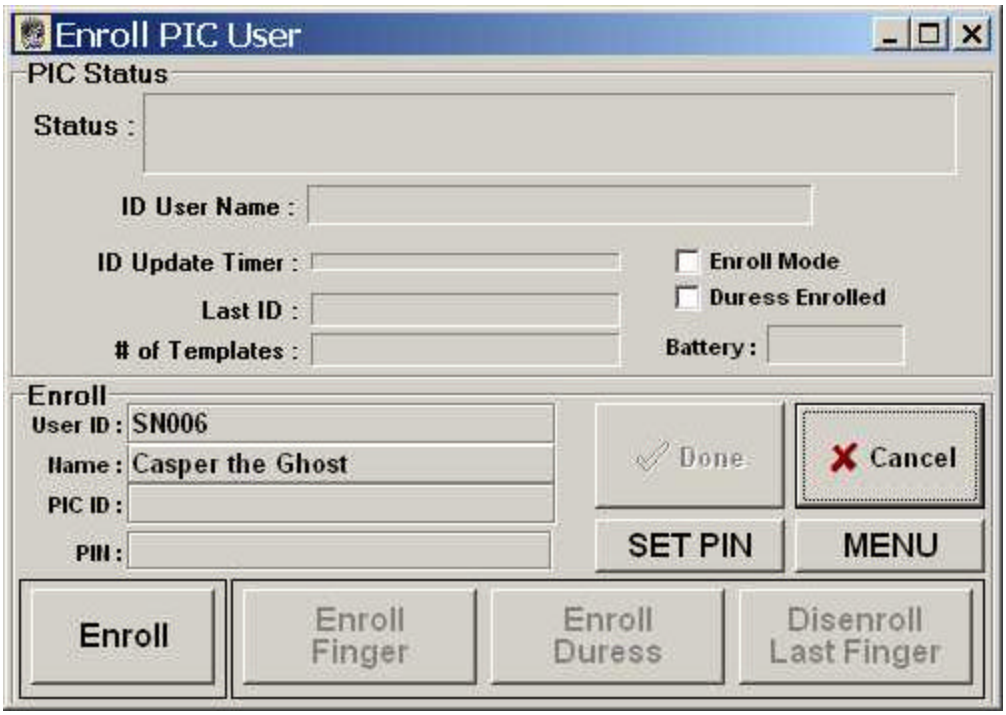

Figure 4 PICS Manager Enrollment Screen
2) The operator presses the Enroll button on the Enroll PIC User dialog box (Figure 4). This will bring up the Start PIC Enrollment dialog box. This box is an indication that the Enrollment Station is attempting to communicate with a PIC. If a PIC is on within communication distance, this dialog box will disappear immediately.